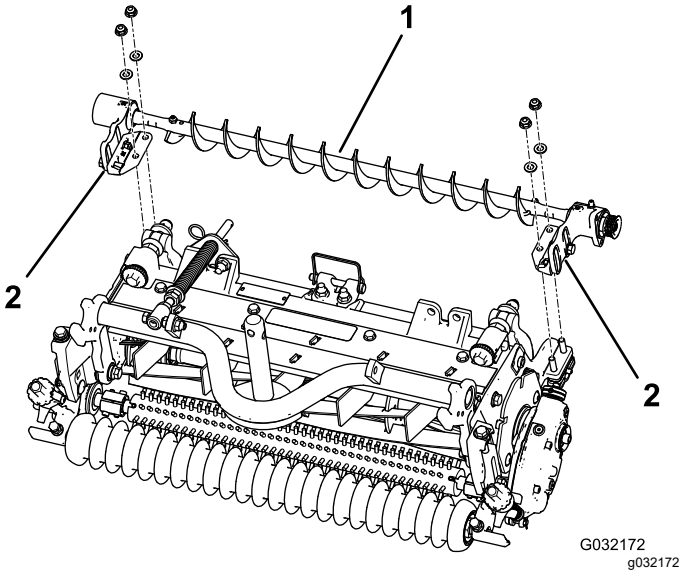

Figura 7
4. Posizionate le staffe di montaggio del gruppo spazzola per rullo di sinistra o destra sui bulloni della staffa del rullo (Figura 7).